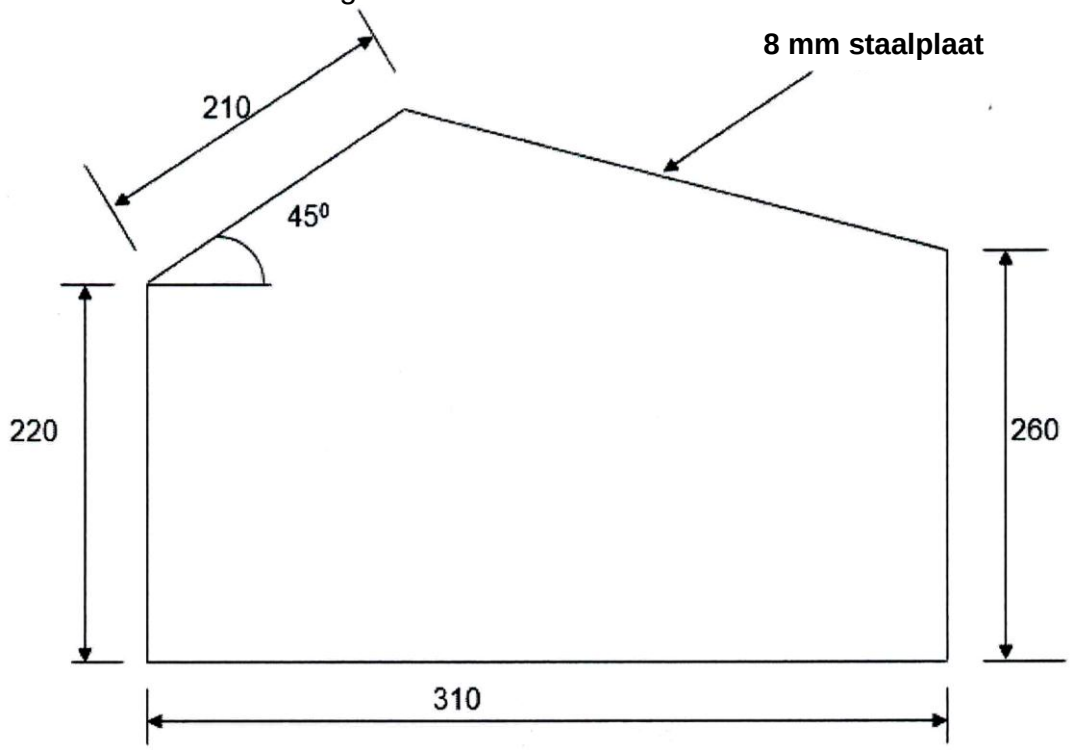

FIGUUR 2
2.2 FIGUUR 2 toon 'n hoekplaat wat in 'n staaldakkap gebruik word. Die knoopplaat word uit 'n 8 mm-staalplaat gesny.